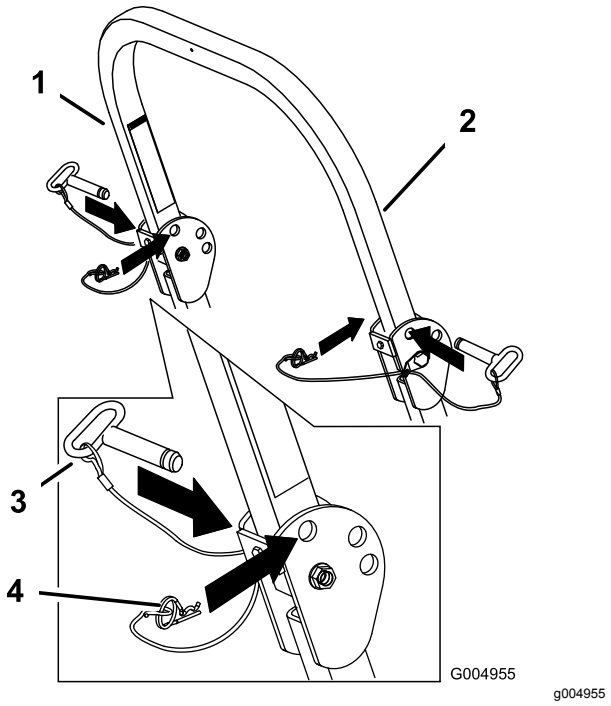

Bild 9
1. Entfernen Sie die Splints und die zwei Stifte (Bild 9).
3. Setzen Sie die zwei Stifte ein und befestigen sie mit den zwei Splints (Bild 9).
4. Entfernen Sie zum Hochklappen des Überrollbügels die Splints und zwei Stifte (Bild 9).
5. Richten Sie den Überrollbügel ganz auf, setzen Sie die zwei Stifte ein und befestigen Sie die Stifte mit den Splints (Bild 9).